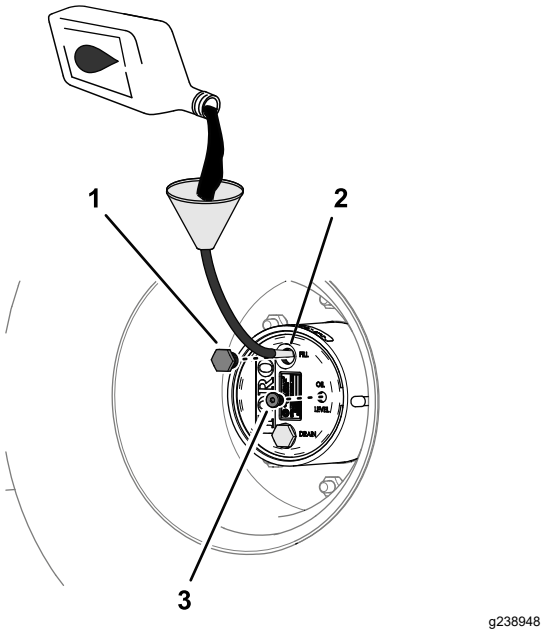

Рисунок 98
4. Если уровень масла низкий, снимите пробку заливного отверстия и доливайте масло указанного типа, пока оно не начнет выливаться из контрольного отверстия (Рисунок 98); см. раздел Характеристики масла в планетарной передаче (страница 81).
6. Поставьте пробку заливного отверстия и пробку контрольного отверстия на свои места (Рисунок 98).
1. Через заливное отверстие медленно долейте трансмиссионное масло указанного типа; см. Рисунок 98 в разделе Проверка масла в планетарной передаче (страница 81).
3. Установите на место пробку заливного отверстия и пробку контрольного отверстия, см. Рисунок 98 в разделе Характеристики масла в планетарной передаче (страница 81).